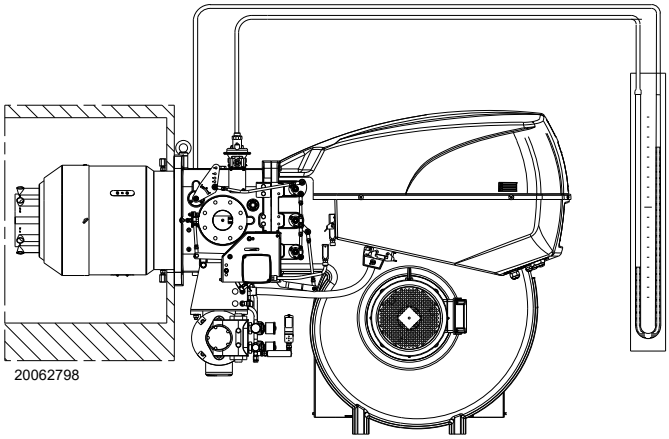

Afb. 31
- ➤ Monteer een U-vormige manometer of een manometer van het differentiële type (Afb. 31) met koppeling (+) op de gasdruk van de mof en (-) in de verbrandingskamer.
De U-vormige manometer geeft aan wanneer het gas de mof bereikt (Afb. 31).